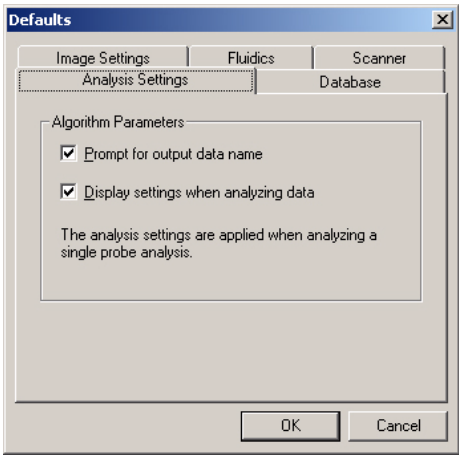
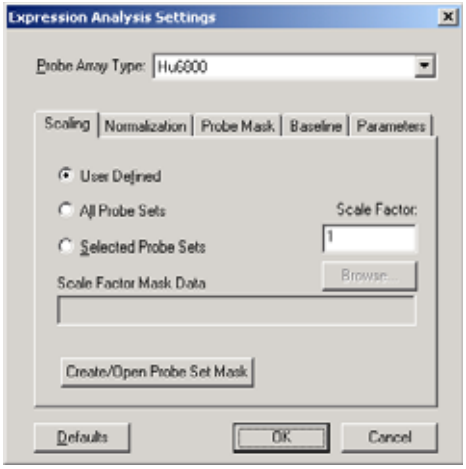

Figure 13.7
Figure 13.9
The Analysis Settings tab **(Figure 13.7)** displays two options that are available when an analysis is run.
1. Choose the **Prompt for output data name** option **(Figure 13.7)** to display a Save Results As dialog box **(Figure 13.8)** at the start of an analysis.
Choose the **Display settings when analyzing data** option **(Figure 13.7)** to display the Expression Analysis Settings dialog box **(Figure 13.9)** at the start of an analysis.